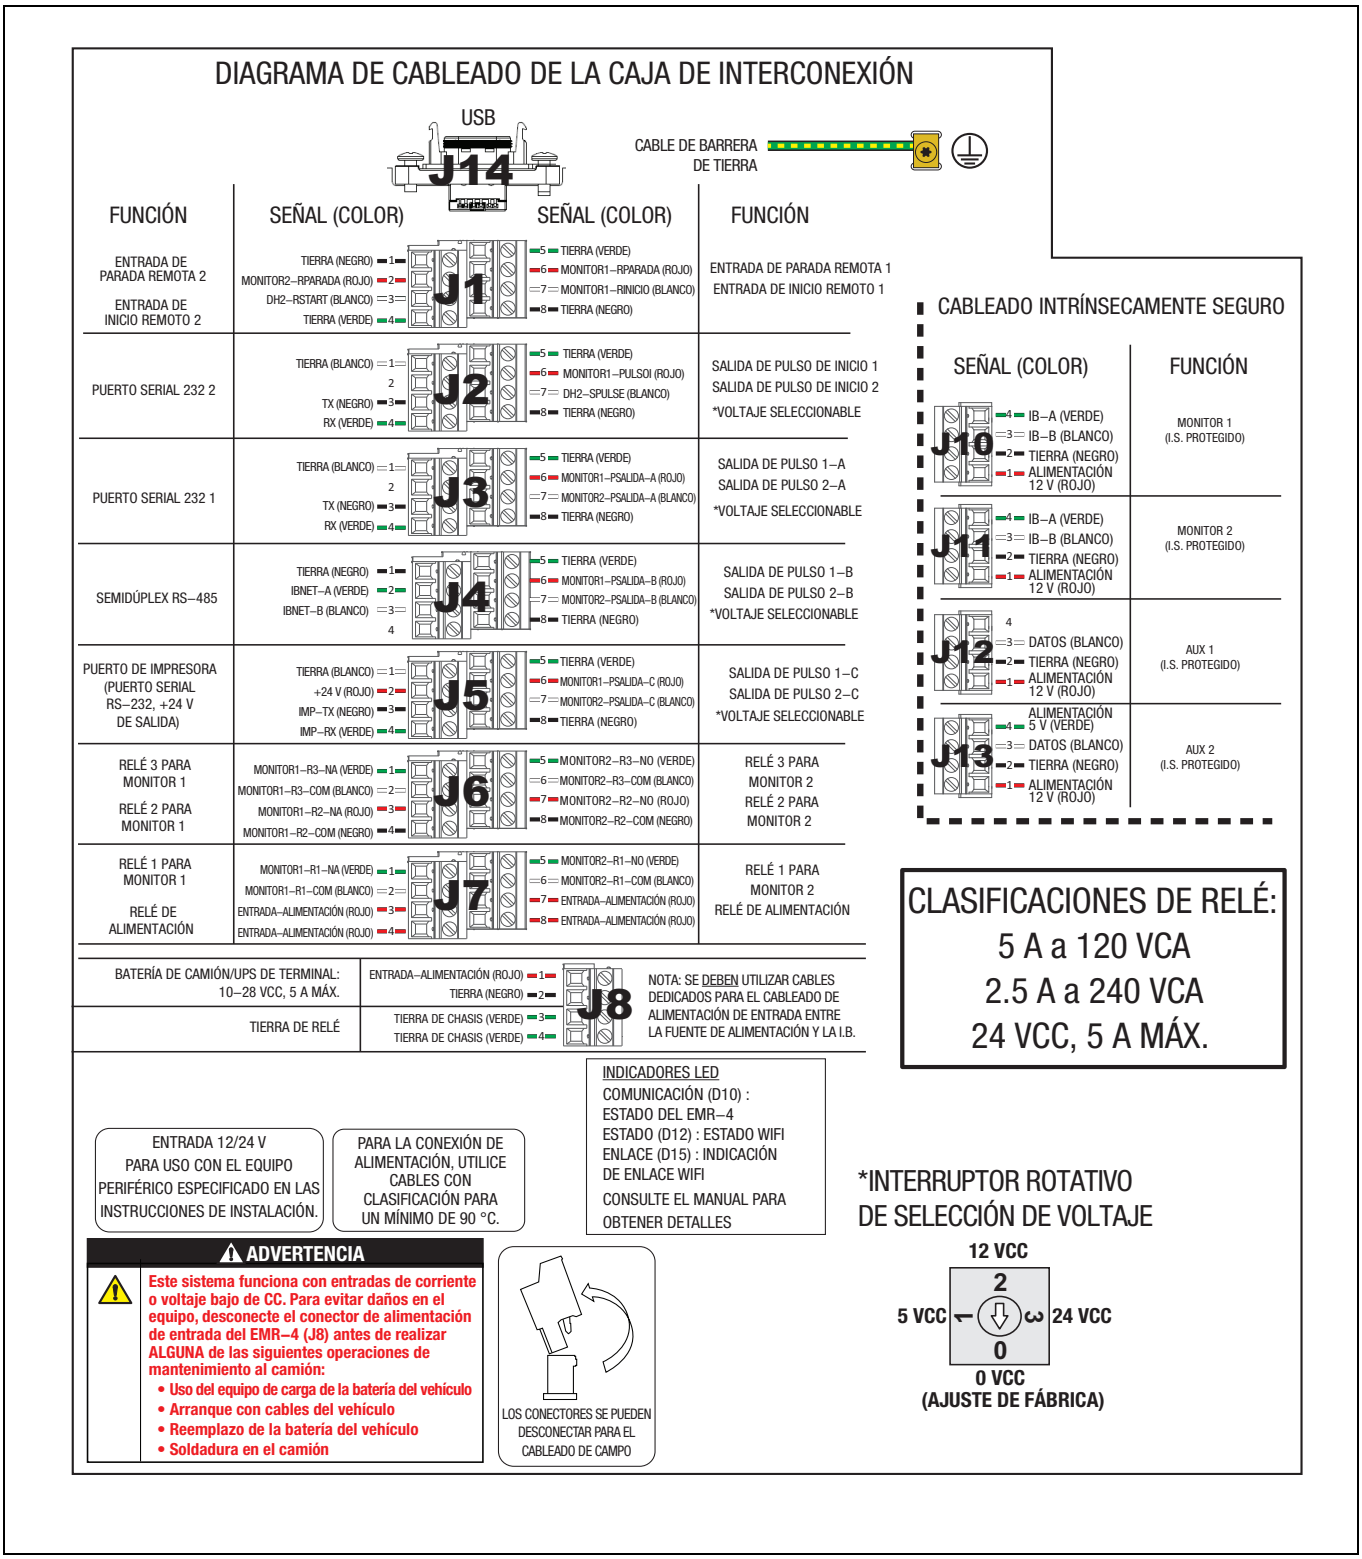
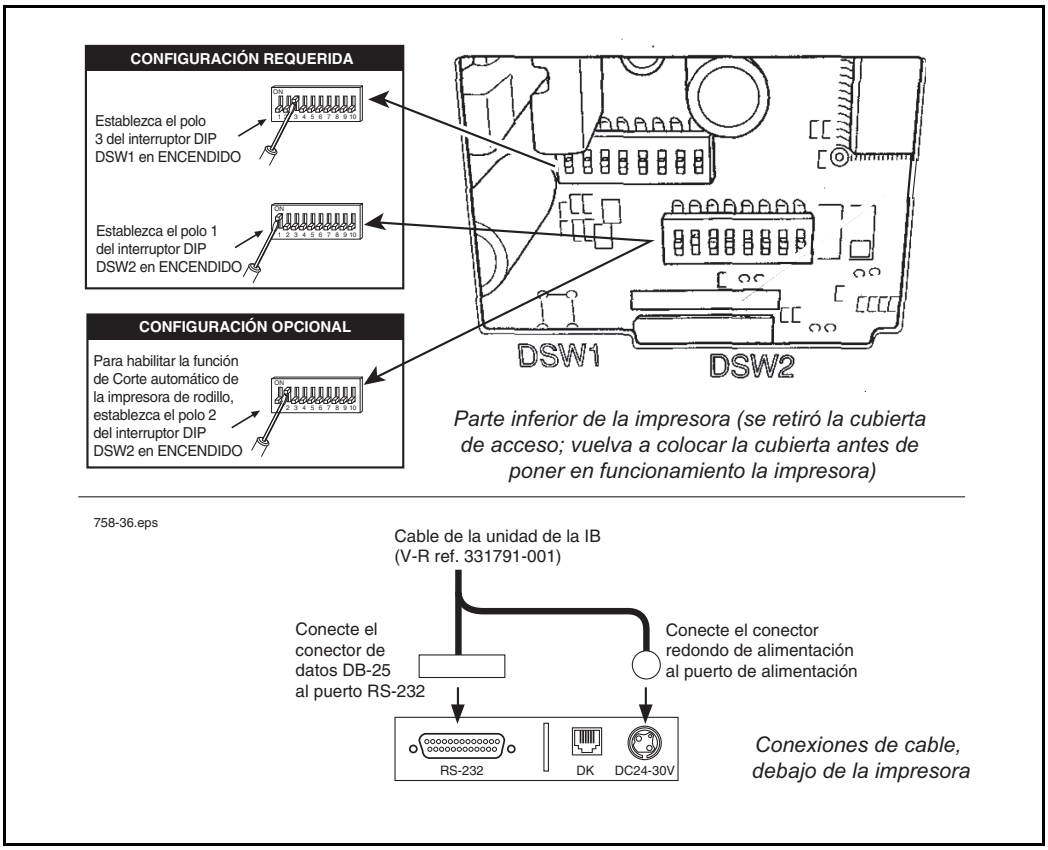

Figura 39. Cableado de la caja de interconexión terminal
Figura 41. Impresora de rodillo U-220A
2. La Figura 39 muestra las conexiones del cableado de la IB. Para las conexiones de cableado de la terminal del lado de la alimentación de la IB, retire los tapones de los agujeros y utilice prensacables para todos los cables que se fijen a este bloque de la terminal.
La impresora de rodillo de matriz de punto Epson U-220A tiene un cable de energía/datos que se incluye en el juego de la impresora. La Figura 41 muestra las conexiones del panel de atrás para la impresora. El interruptor de apagado/encendido está en la parte de enfrente de la impresora.
La Figura 41 también ilustra dos configuraciones requeridas y una opcional para los interruptores DIP de la impresora (lado de abajo de la impresora). Nota: todas las configuraciones del interruptor DIP se fijan en Apagado.
Fije el extremos de cuatro hilos del cable de alimentación/datos de la impresora a las terminales correspondientes del bloque de terminales del lado de la alimentación en la IB (Figura 39). Fije el conector DB-25 y el conector de alimentación redondo en el otro extremo del cable con los conectores apropiados en la parte de atrás de la impresora (Figura 41).